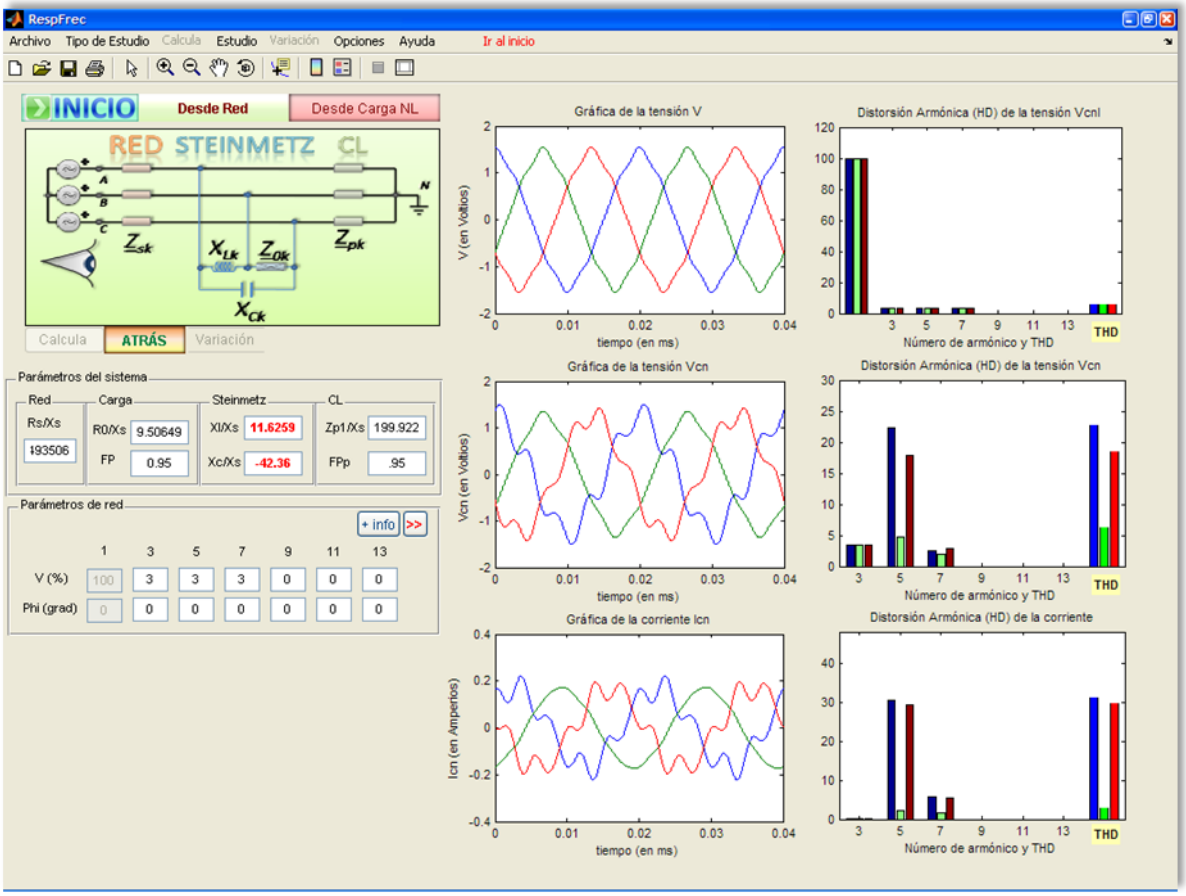

Figura D.25. Estudio de la respuesta frecuencial del sistema observado por la red.
Una vez pulsado "**>>**", se generan los gráficos de la Figura D.25, que se comentan a continuación:
- Los dos gráficos superiores de la mitad derecha de la pantalla muestran las tensiones de las tres fases (ver Figura D.25): a la izquierda se muestra el gráfico de las formas de onda y a la derecha se muestra su distorsión armónica, HD_k, para cada uno de los siete primeros armónicos impares de las tres fases. En la parte derecha de este segundo gráfico se muestran la distorsión armónica total, *THD*, de cada una de las fases.
- Los dos gráficos intermedios de la mitad derecha de la pantalla muestran las tensiones V_{CN} (ver Figura D.25) de las tres fases: a la izquierda se muestra el gráfico de las formas de onda y a la derecha se muestra su distorsión armónica, HD_k, para cada uno de los siete primeros armónicos impares de las tres fases. En la parte derecha de este segundo gráfico se muestran la distorsión armónica total, *THD*, de cada una de las fases.
- Los dos gráficos inferiores de la mitad derecha de la pantalla muestran las corrientes I_{CN} (ver Figura D.25) de las tres fases: a la izquierda se muestra el gráfico de las formas de onda y a la derecha se muestra su distorsión armónica, HD_k, para cada uno de los siete primeros armónicos impares de las tres fases. En la parte derecha de este segundo gráfico se muestran la distorsión armónica total, *THD,* de cada una de las fases.